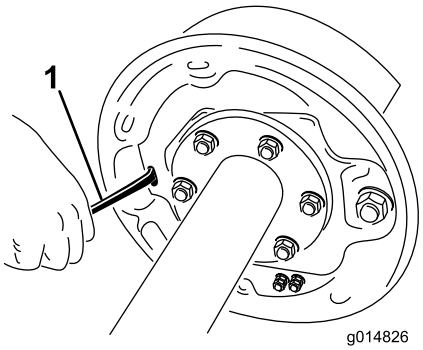

**Rysunek 51**
4. Obróć pokrętło gwiazdowe zespołu regulatora za pomocą wkrętaka, rozszerzając szczęki hamulcowe (Rysunek 51).